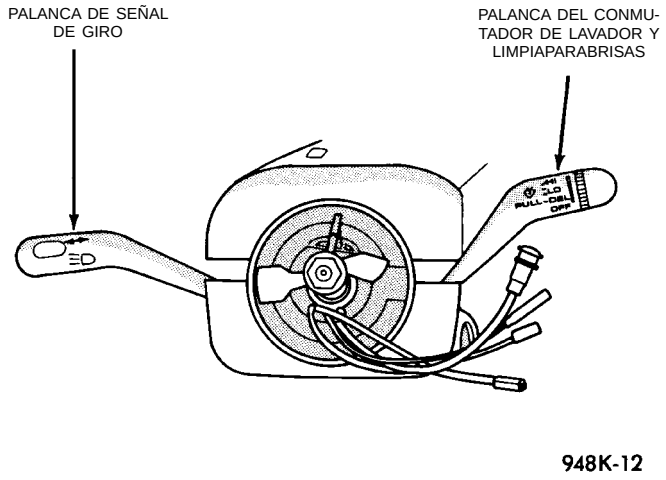

Fig. 10 Desmontaje de la cubierta superior
(1) Quite los tres tornillos que sostienen la cubierta de la cubierta de dirección y retire la mitad superior de la columna (Fig. 10).
(2) Retire el tornillo de instalación del conmutador y retire el conmutador.
(3) Desconecte del conmutador el conector del mazo de cables.